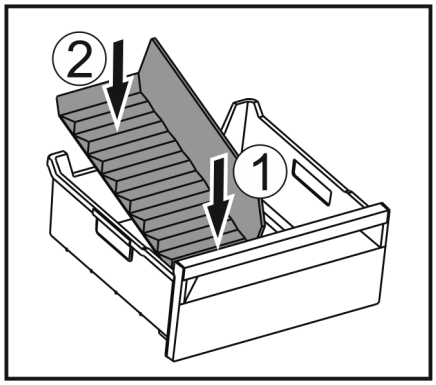

Fig. 168
▶ Insert the front part of the ice compartment divider. *Fig. 168 (1)*
▶ Lower the rear part of the ice compartment divider to the drawer bottom. *Fig. 168 (2)*